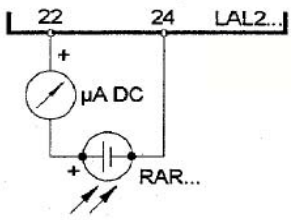

Fig. 23
- Controllo e pulizia della fotocellula di rilevazione, regolazione e se necessario sostituzione (Fig. 23).
Per misurare il segnale di rilevazione seguire lo schema in Fig. 23.